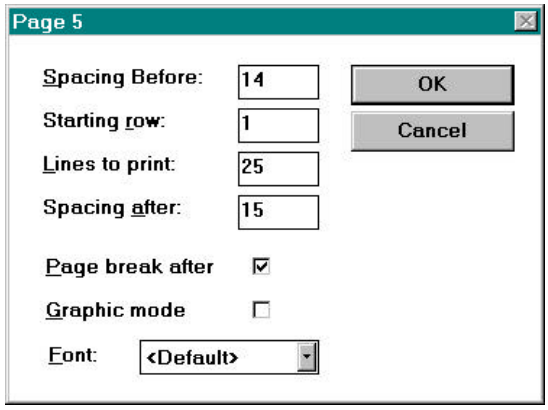

Figure14
Similarly, to remove a page from the current report, select the page name from within the *Report pages* box and click on the *Remove* -> button. To remove all of the pages from the report, click on the *Remove All* >> button. By selecting the page that you are interested in and pressing the *Properties* button, the user is able to specify what part of the project file page to print and where to start printing on the page. The dialog box is shown in Figure 14.
- The field font specifies the default font to use when the user has not selected a particular font to use in the page definition dialog box (see Figure 14).